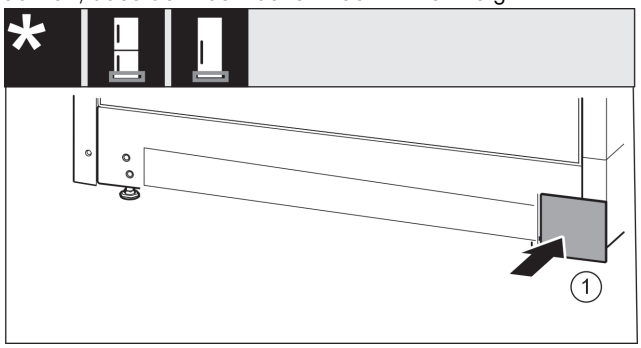

Fig. 20
▶ Abdeckung *Fig. 20 (1)* auf der anderen Seite wieder aufsetzen.